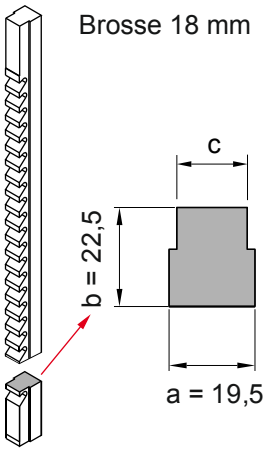

Figure 3
3. Passez à abaisser le douille sur le freseuse. La hauteur «d» de la mouture, on arrive à ajouter la constante "h" et "b" (Figure 3)